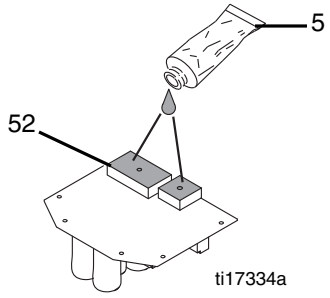

Figura 1
a. En el caso de tarjetas de 2 condensadores y tarjetas de 6 condensadores con la barra de alimentación que se muestra en la Figura 1 a continuación, aplique una pequeña cantidad de compuesto térmico 15U114 o 110009 (5) en las áreas de componentes sombreadas, por la parte posterior de la tarjeta de control del motor (52).